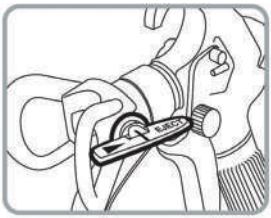

Рис. 34
9. Установите быстросъёмную форсунку в положение «распыление» (рис. 34).